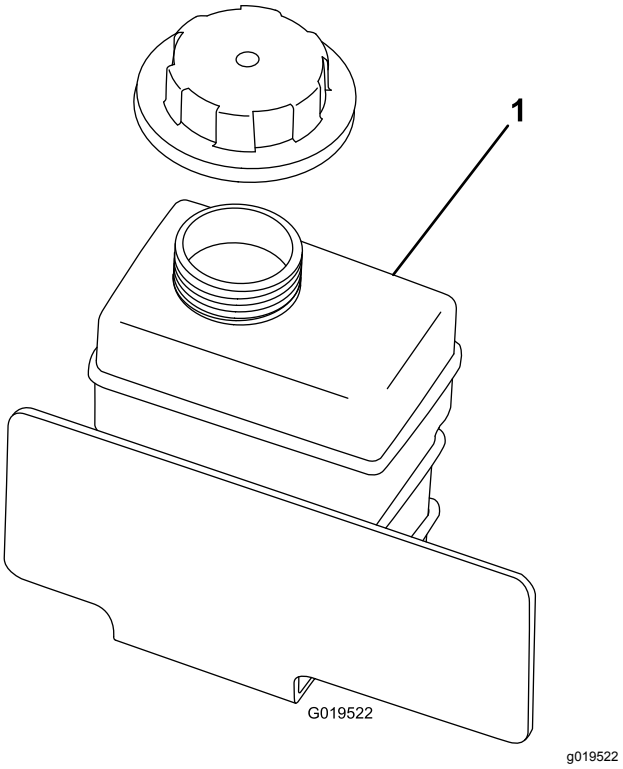

Figur 67
4. Kontroller kjølemiddelnivået ved reservetanken (Figur 67).